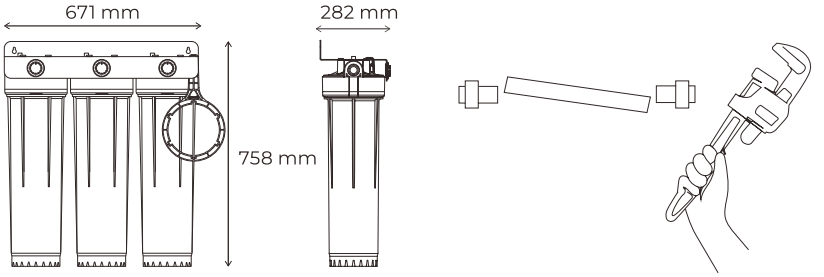

Figure 3
Étape 2 : Mesurer le système et couper le tuyau (Figure 3)